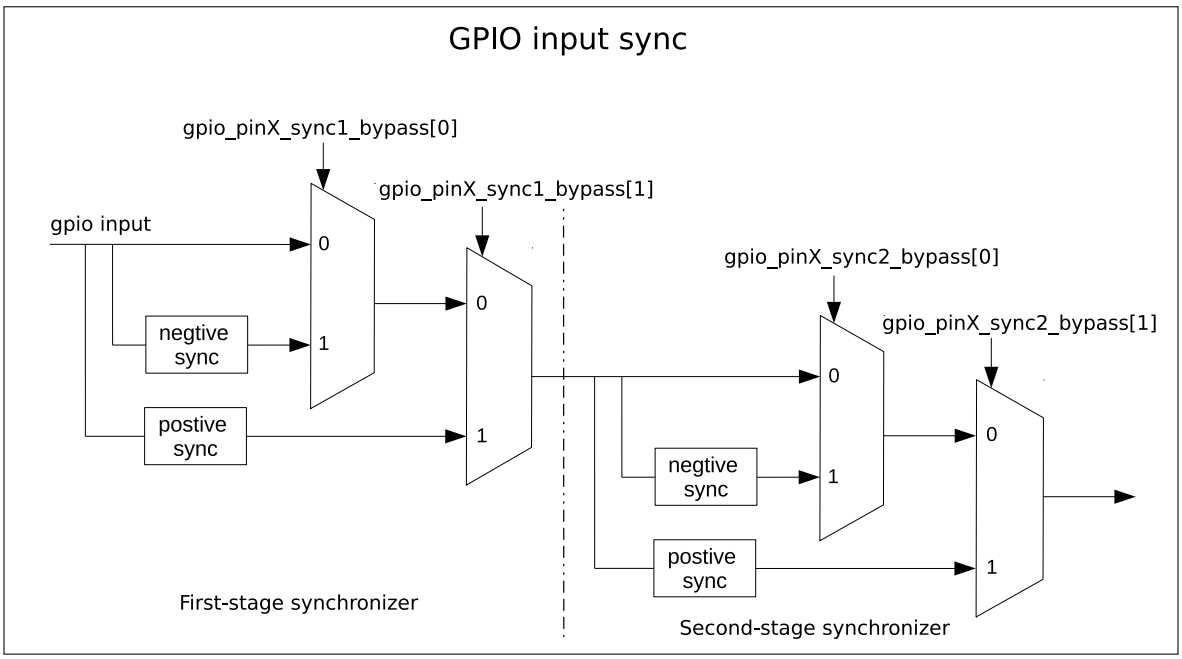

图 5-2. GPIO 输入经 clock 上升沿或下降沿同步
GPIO SYNC 模块的功能如图 5-2 所示。其中，negative sync 为 GPIO input 经过 APB clock 的下降沿同步，positive sync 为 GPIO input 经过 APB clock 上升沿同步。
- 如图 5-2 所示，配置 GPIO_PIN*x*_SYNC1_BYPASS 使能输入信号第一拍为上升沿或者下降沿同步。
- 如图 5-2 所示，配置 GPIO_PIN*x*_SYNC2_BYPASS 使能输入信号第二拍为上升沿或者下降沿同步。